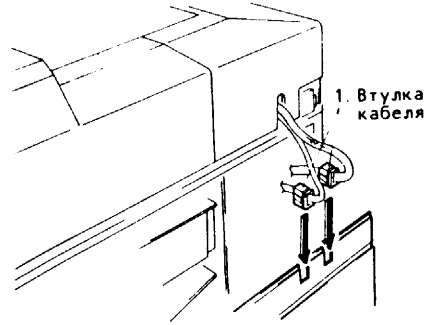

Рис.15.Установка задней крышки
(26) Осторожно поместить главный жгут на место.
(27) Установить заднюю крышку со втулкой провода (рис.15).